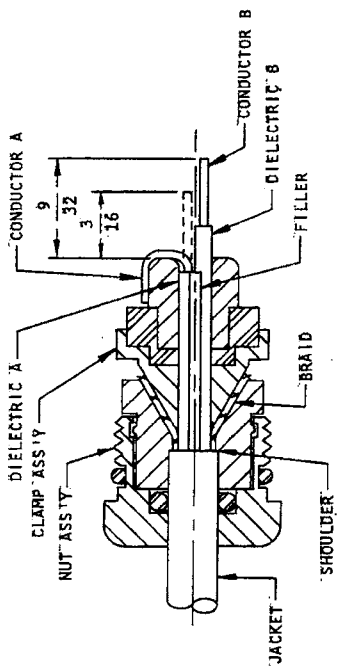

FIGURE 2
2. INSERT CABLE INTO NUT ASSEMBLY BUTTING JACKET EDGE AGAINST INTERNAL SHOULDER. REMOVE TAPE AND FLARE BRAID AGAINST NUT ASSEMBLY INTERNAL TAPER. SLIDE CLAMP ASSEMBLY OVER DIELECTRICS AND FILLERS PRESSING FIRMLY AGAINST FLARED BRAID AS SHOWN IN FIGURE 2.
3. TRIM INNER CONDUCTOR A TO 3/16 AND FOLD BACK OVER CLAMP ASSEMBLY (FIGURE 2). TRIM INNER CONDUCTOR B TO 9/32 (FIGURE 2).